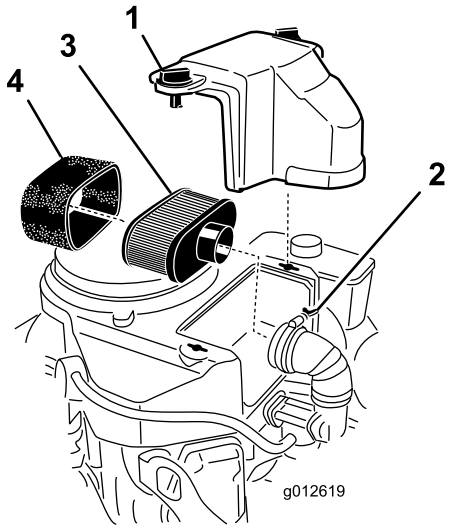

**Figur 41**
3. Rengjør rundt luftfilteret for å unngå at det kommer partikler i motoren som kan forårsake skade (Figur 41).
4. Skru løs dekselknottene og fjern luftrenserdekselet (Figur 41).
5. Skru løs slangeklemmen og fjern luftrenseren (Figur 41).
6. Dra forsiktig skumelementet av papirelementet (Figur 41).
**Merk:** Hvis papirelementet er veldig skittent, kan du erstatte det med et nytt (Figur 41).
1. Skyv forsiktig skumelementet opp på papirelementet (Figur 41).
2. Sett luftrenseren på luftrenserbasen eller -slangen, og fest den (Figur 41).
3. Sett luftfilterdekselet på plass og skru fast dekselknotten (Figur 41).